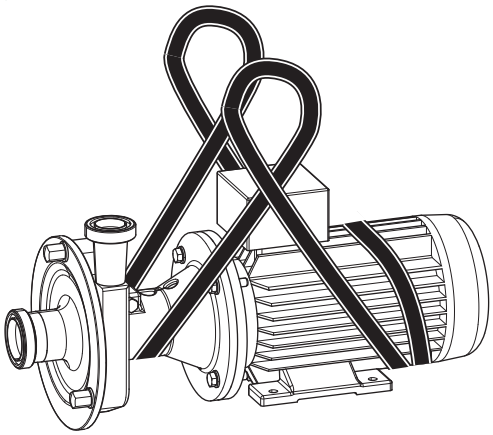

Fig. 14 Transport med kran
1. Legg rundslyngen to ganger rundt den bakre enden av motoren. Ikke legg den over viftehetten (se *Fig. 14 Transport med kran*).